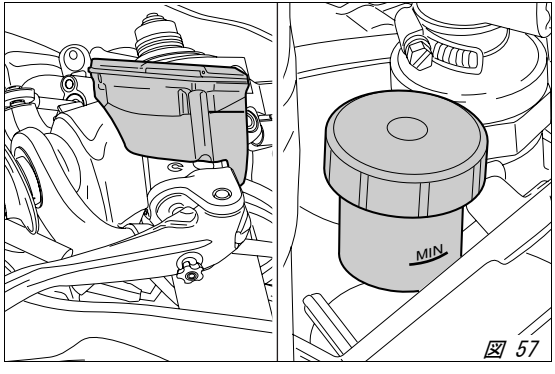

*図 57*
*ブレーキ、クラッチ液面のレベルは、絶対に各リザーバータンクの MIN 目盛り以下になってはいけません(図 57)。図はフロントおよびリアブレーキリザーバータンクを示しています。*